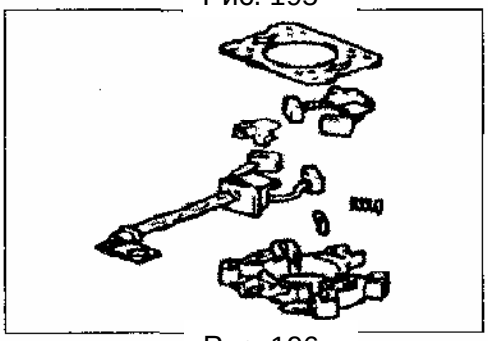

Рис. 196
11) Снимите пружины щеток и щетки (Рис. 196).